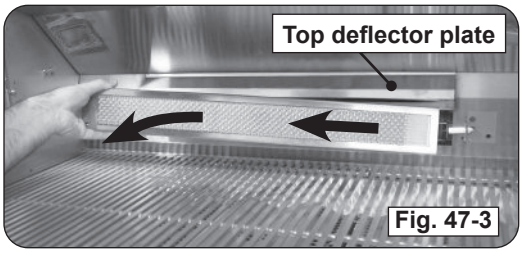

Fig. 47-3
5. Remove the backburner by lifting the left side outward and to the left. See Fig. 47-3.
Note: The top deflector plate may become loose when removing the backburner. Ensure the deflector is properly in place when reinstalling the backburner (See Fig. 47-3).